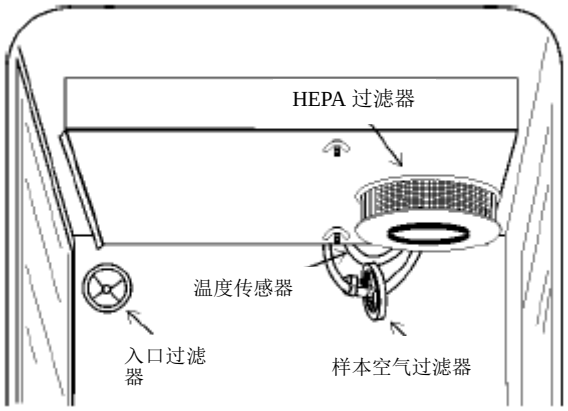

图 1-9. 过滤器和传感器位置
将开口确定在箱室内的左上角位置。清除设备外面盖住该开口的胶带。确定硬件包中带过滤器的塞子的位置。将组件安装到箱室内的开口处。见图 1-9。
3. 按照图 1-9 所示安装过虑器，有关 HEPA 过滤器的维护见第 5 节。